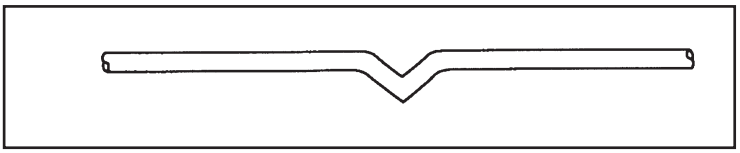

Figure 2
- Un pli dans le câble. Voir la figure 2.